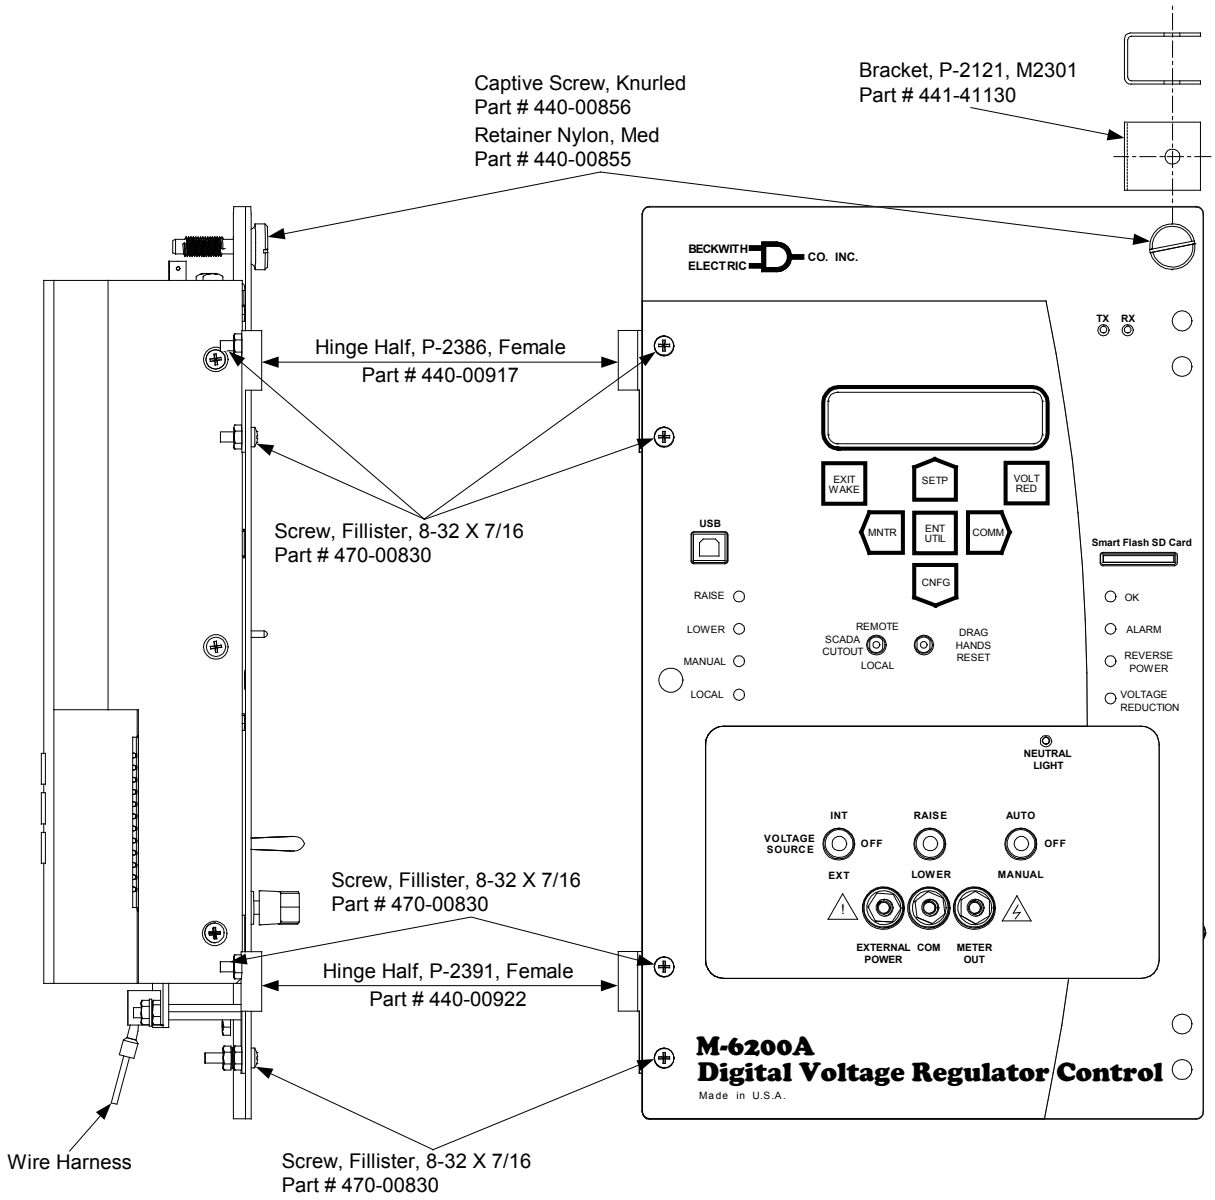

Figure 5-25 B-2203-H1/B-2203-H2, B-2203-H3/B-2203-H4 Hardware Kit Orientation
■ **NOTE**: Refer to Figure 5-25 for location and orientation of hardware kit items.